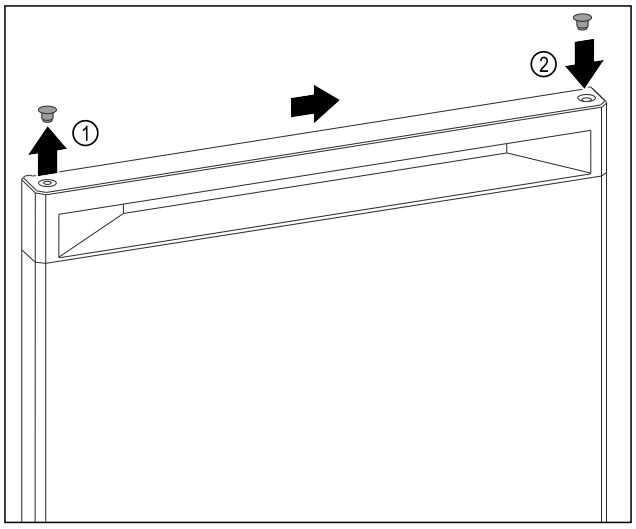

Fig. 9
▶ Nosta oven yläosan peitetulpat *Fig. 9 (1)* varovaisesti uraruuvimeisselillä.
▶ Aseta peitetulpat vastapäiselle puolelle. *Fig. 9 (2)*